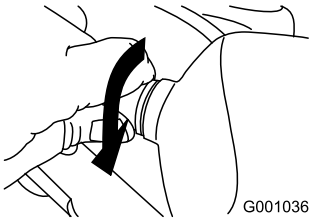

**Figure 65**
5. Turn the base of the bulb clockwise until it is snug (Figure 65).